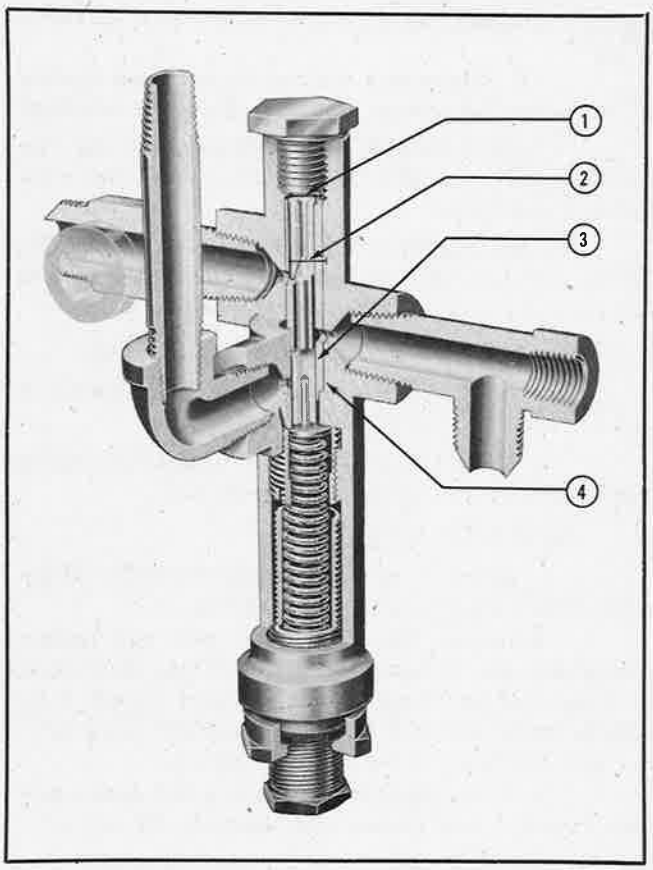

Figure 434—Rework Tolerances of Wing Flap Relief Valve
2. Inspect all parts for wear and scratches. Refer to figure 434 for rework tolerances. If the parts cannot be repaired, install new parts.